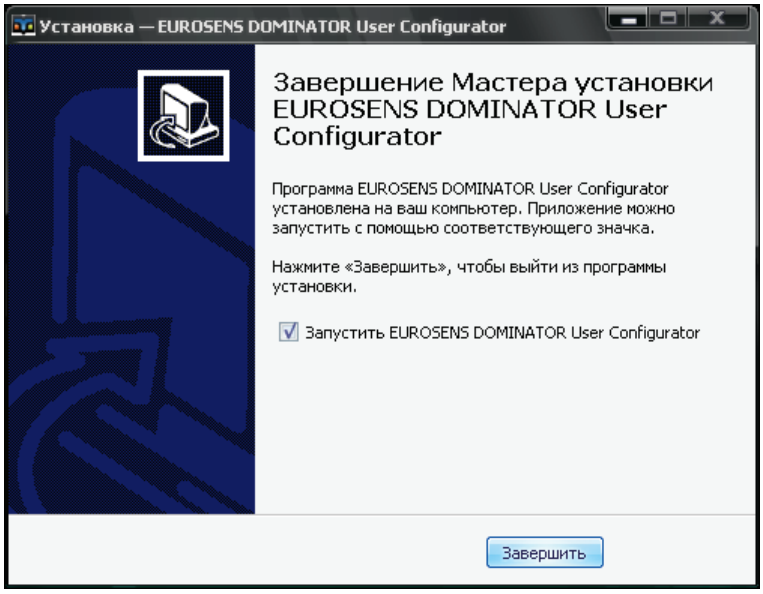

Рис.13
14) нажать кнопку "Завершить" в окне окончания установки программы (рис.13):